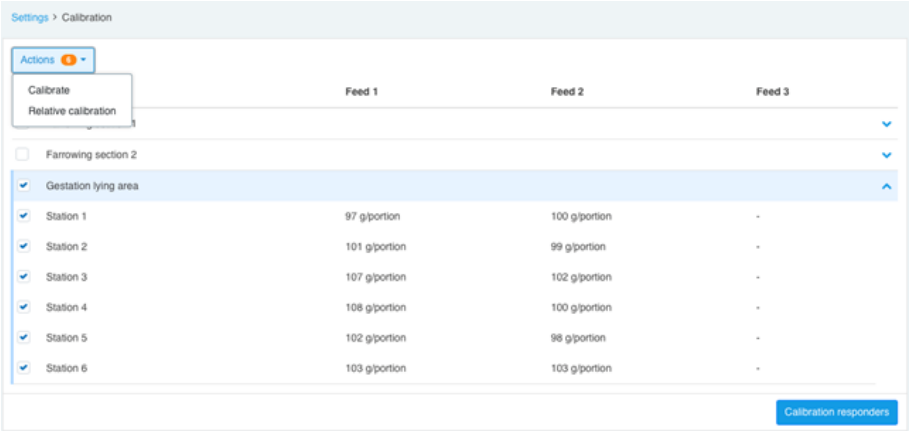

Figura 9: Menu de calibração
5. Aceda a **Ações > Calibração relativa** (consulte Figura 9 (página 16)).